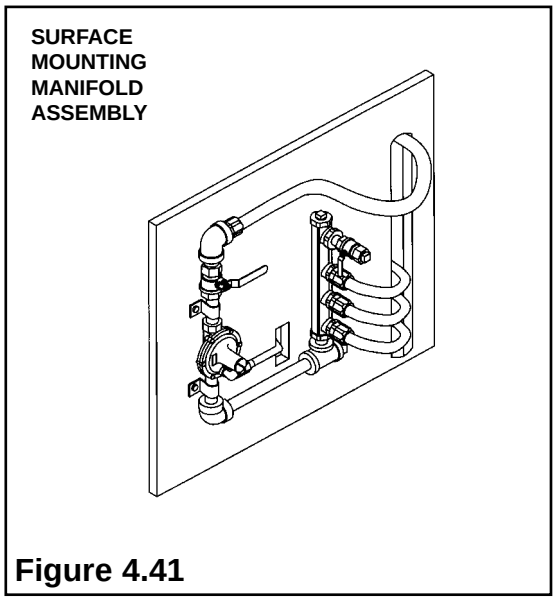
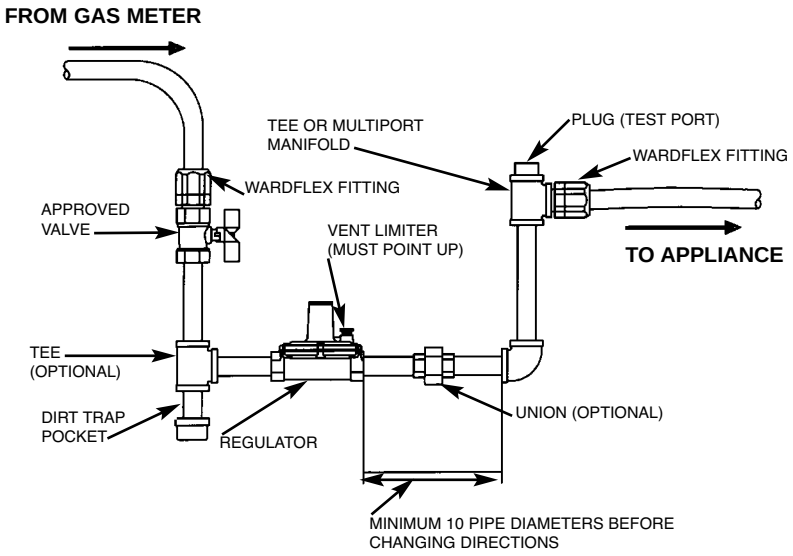

Figure 4.41
Figure 4.43
- Use an accessible, CSA Design Certified shut-off valve ahead of the line regulator and also at each appliance (See Figure 4.43). If the line regulator serves only one appliance and the shut-off valve and regulator are near the appliance, it is usually unnecessary to install a second shut-off valve. A shut-off valve is not required ahead of a manifold supplying gas less than 1/2 PSIG (low pressure) system.
- A CSST fitting may be used as a connection to allow servicing and replacement of the line regulator. However, if desired, a pipe union may be installed downstream of the regulator (See Figure 4.43).
- A tee connection on the inlet side of the line regulator may be used to monitor supply pressure to the regulator. This tee may also serve as a dirt pocket if required by the local authority (See Figure 4.43).
- When surface mounting a manifold assembly to a wall, use a plywood backing plate for mounting. Fasten the manifold assembly to the plate and secure it to the studs (See Figure 4.41).
- The pressure regulator must be installed in the horizontal (stem up) position when a vent limiter device is used (See Figure 4.43). If installed otherwise, problems with control of downstream pressure may occur. When a vent line is used in place of a vent limiter device, the regulator may be mounted in any position. E.g. Figure 4.41.
- Use an accessible, CSA Design Certified shut-off valve ahead of the line regulator and also at each appliance (See Figure 4.41). If the line regulator serves only one appliance and the shut-off valve and regulator are near the appliance, it is usually unnecessary to install a second shut-off valve. A shut-off valve is not required ahead of a manifold supplying gas from a 1/2 PSIG (low pressure) system.